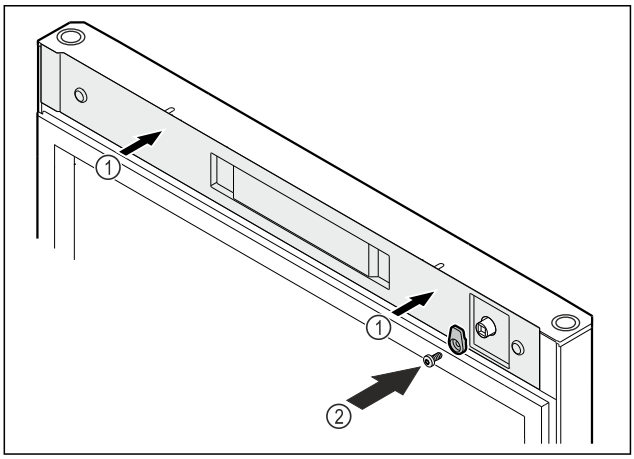

Fig. 55
- ▶ Aplicați capacul *Fig. 55 (1)*.
- ▶ Înșurubați cârligul de închidere *Fig. 55 (2)*.